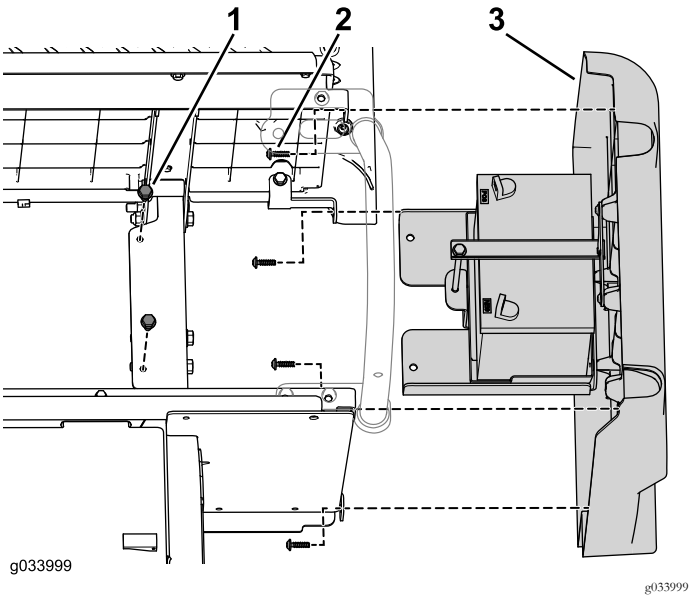

Bild 5
2. Entfernen Sie die zwei Bundbolzen, mit denen das Batteriefach am Rahmen befestigt ist (Bild 5).
3. Entfernen Sie die vier Schrauben, mit denen die rechte Platte am Sitzunterteil befestigt ist (Bild 5).